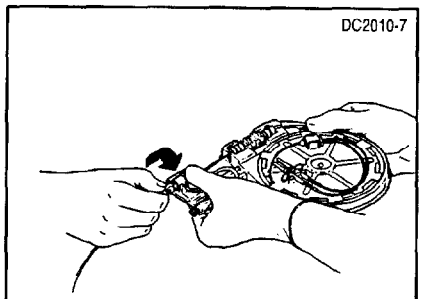

Figur 2. Tilslutning af Tuohy-Borst (T-B) adapter til katetrets RV-lumenmuffe
3. Tag katetrets RV-muffe fra tryktransduceren. Fjern beskyttelseshætten fra Tuohy-Borst (T-B) adapteren. Tilslut T-B adapteren til RV-lumenmuffen (Figur 2). **Undgå at beskadige probens spids.**